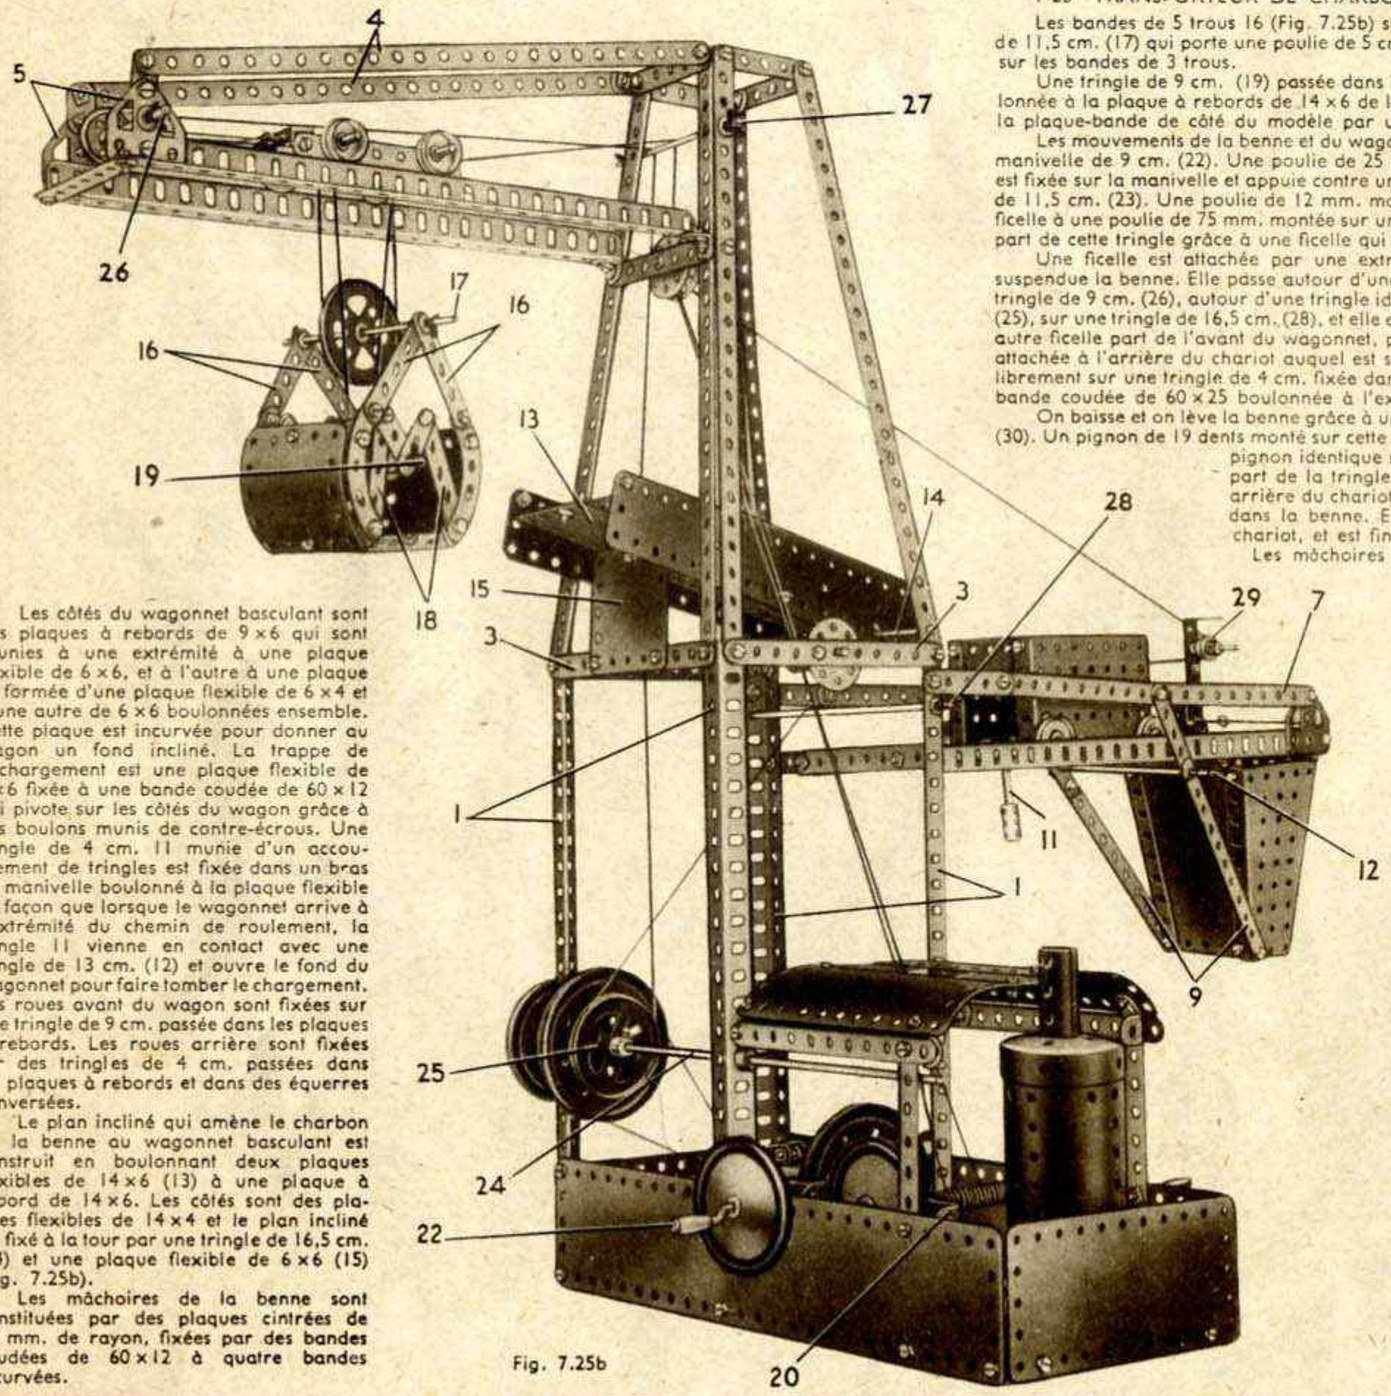

Fig. 7.25b
Le plan incliné qui amène le charbon de la benne au wagonnet basculant est construit en boulonnant deux plaques flexibles de 14 × 6 (13) à une plaque à rebord de 14 × 6. Les côtés sont des plaques flexibles de 14 × 4 et le plan incliné est fixé à la tour par une tringle de 16,5 cm. (14) et une plaque flexible de 6 × 6 (15) (Fig. 7.25b).
Les bandes de 5 trous 16 (Fig. 7.25b) sont boulonnées à l'aide de contre-écrous sur les bandes incurvées et leurs extrémités supérieures pivotent sur une tringle de 11,5 cm. (17) qui porte une poulie de 5 cm. Deux bandes de 5 trous 18 de chaque côté de la benne sont fixées aux mâchoires, et boulonnées à l'aide de contre-écrous sur les bandes de 3 trous.
Une tringle de 9 cm. (19) passée dans les bandes de trois trous est lestée par une vis sans fin et un disque. Une plaque à rebords de 9 × 6 (20) (Fig. 7.25b), est boulonnée à la plaque à rebords de 14 × 6 de la base, et est prolongée par une plaque à rebords de 6 × 4 (21). La plaque 21 est renforcée par une bande de 7 trous fixée à la plaque-bande de côté du modèle par une embase triangulée coudée.